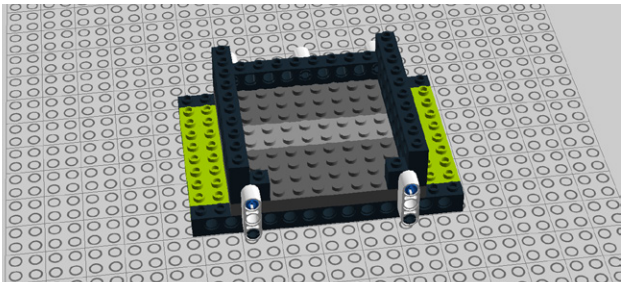

Figure 5-19. *Step 12: Adding and securing bricks*
12. Add bricks to each side, secured by the 3M connector pegs, as shown in Figure 5-19.